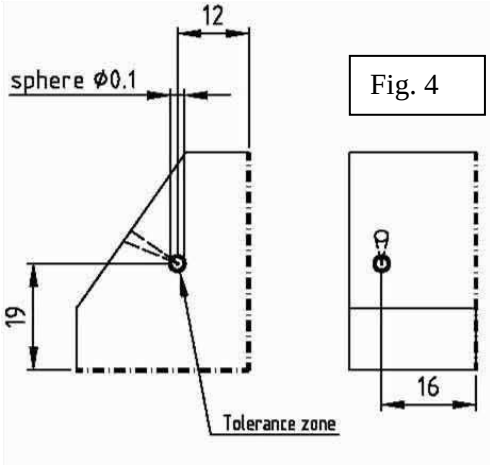

Fig. 4
Q.4 **(b)** Apply Geometric tolerance to below given fig. 4 and redraw it. **07**